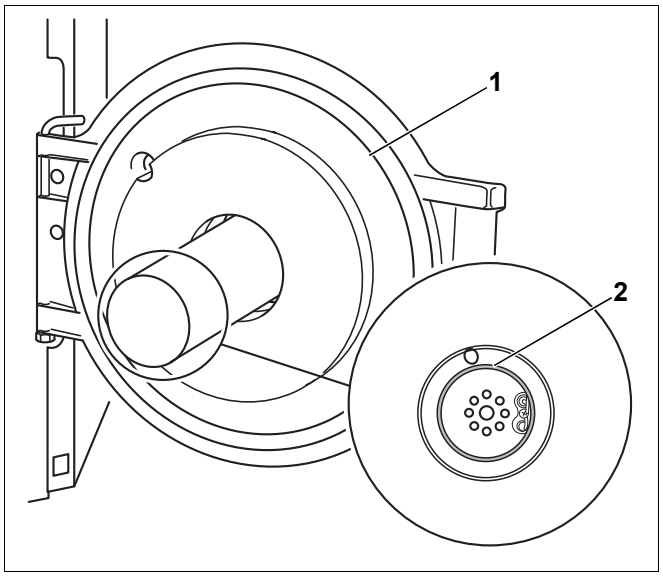

*Рис. 35 Проверка правильной установки уплотнения*
- При открытой дверце горелки (Рис. 35, **поз. 1**) проверить правильную установку уплотнения (Рис. 35, **поз. 2**).
- Закрыть дверцу горелки (Рис. 35, **поз. 1**, стр. 37) и затянуть крепежные болты.